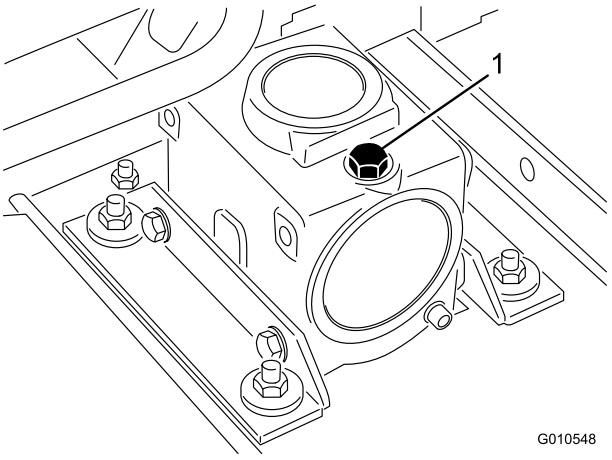

Figur 18
3. Fjern målepinden/påfyldningsproppen, der sidder oven på gearkassen (Figur 18), og kontroller, at oliestanden står mellem mærkerne på målepinden.